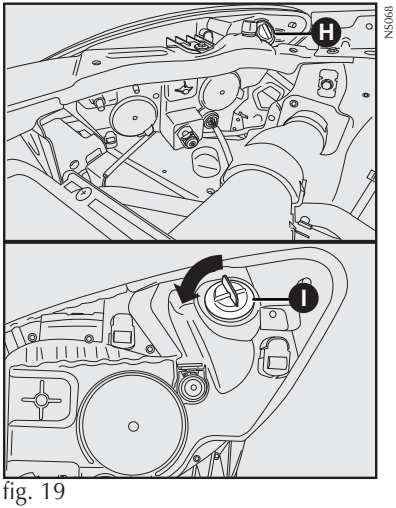

fig. 19
- Abrir o capô do veículo para ter acesso ao porta-lâmpada **H-fig. 19**;
- Retirar o porta-lâmpadas **I-fig. 19** girando no sentido anti-horário.